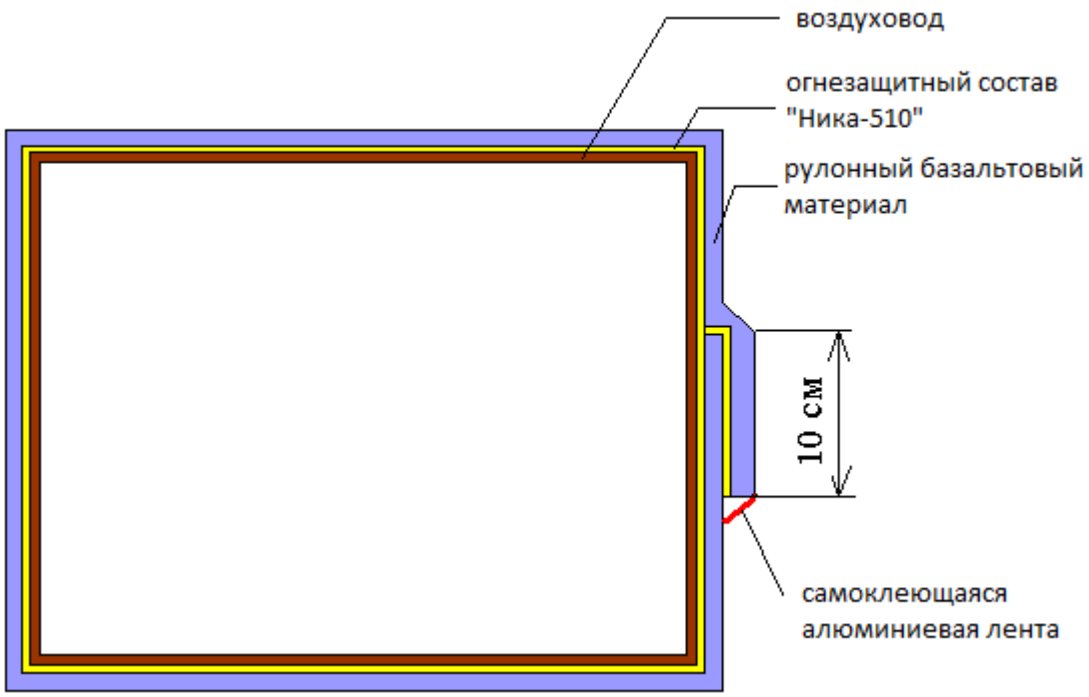

Рис.1 Устройство покрытия на поверхность воздуховода.
4.3.1. Наклеивание полотнища рулонного базальтового материала, на поверхность воздуховода, производится с нахлёстом не менее чем на 10 см в продольных и поперечных стыках как показано на рис 2. В местах нахлёста состав наносится на фольгированную сторону с расходом согласно п.4.2.3. Допускается применение полотнищ меньшей длины периметра воздуховода с обязательным устройством стыков согласно рис.1.